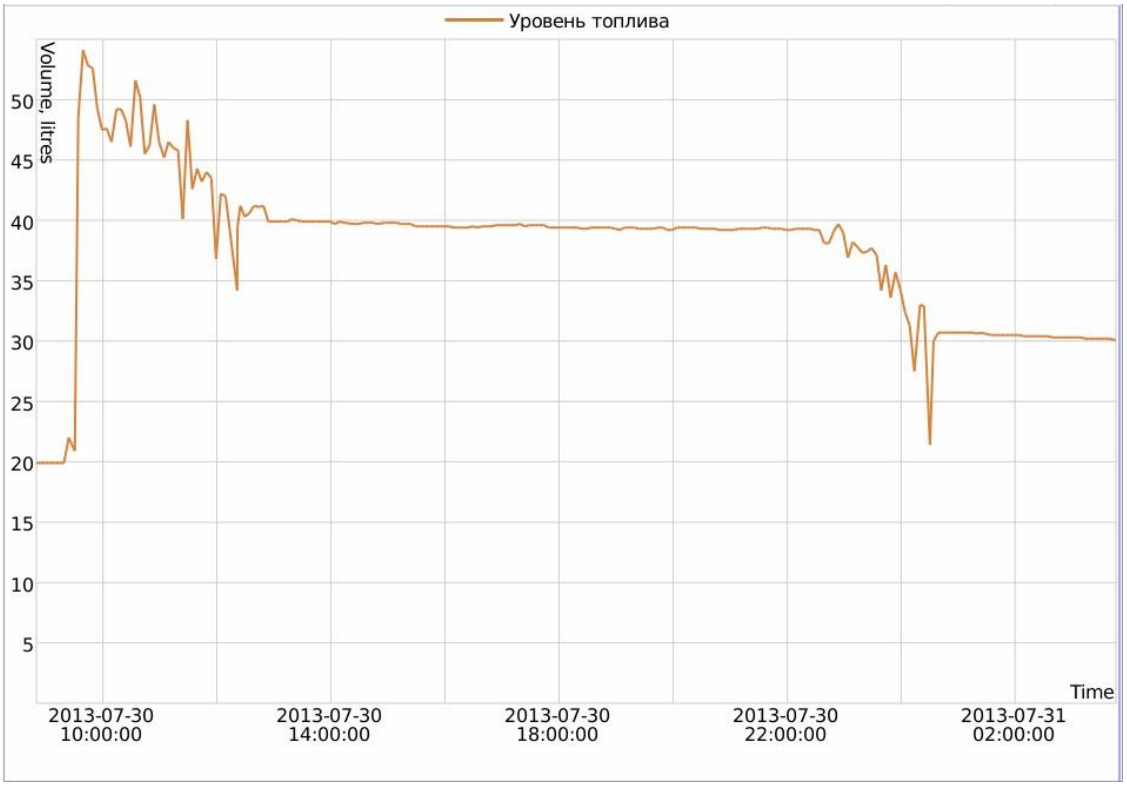

Рисунок 10
4.1.1. График изменения уровня топлива (Рис. 10):